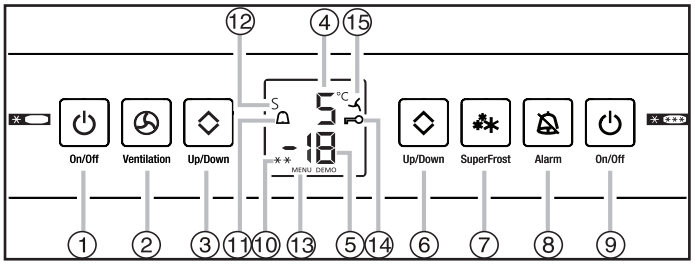

Fig. 11
▶ Appuyez sur la touche Marche/Arrêt du congélateur fig. 11 (9) pendant au moins 3 s.
▶ Appuyez sur la touche Marche/Arrêt du réfrigérateur fig. 11 (1) pendant au moins 3 s.